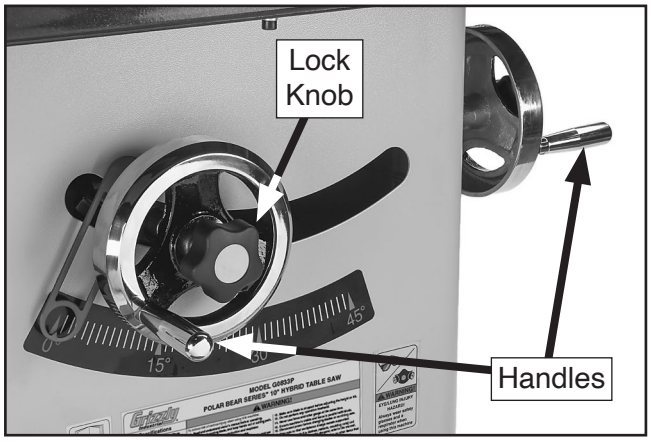

Figure 16. Handwheel installed.
3. Thread handwheel lock knob into center of each handwheel and tighten, then thread handle onto each handwheel and tighten (see **Figure 16**).